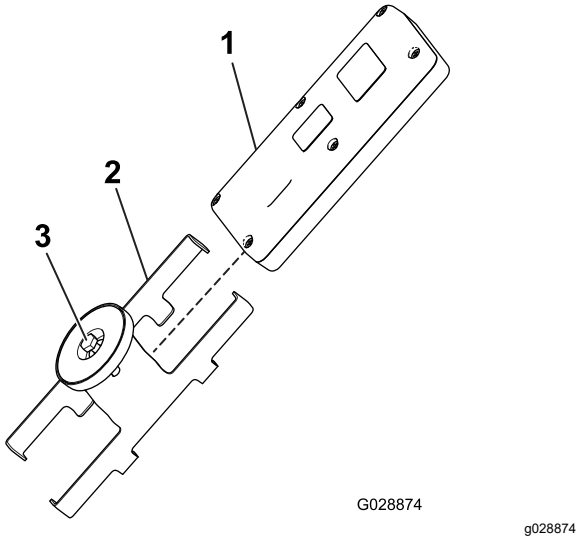

Figur 41
1. Løsne bolten i magneten på den magnetiske fjernkontrollbraketten (Figur 41).
2. Skyv brakettsidene fra hverandre og ta ut fjernkontrollen (Figur 41).
8. Monter den håndholdte fjernkontrollen i den magnetiske fjernkontrollbraketten, skyv halvdelene sammen for å sikre den håndholdte fjernkontrollen, og stram bolten i magneten (Figur 41).